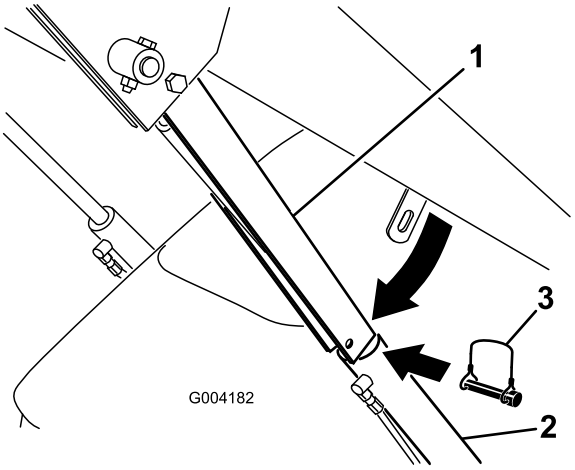

Figuur 19
4. Verwijder de lynchpen waarmee de cilindervergrendeling aan de arm van de lader is bevestigd (Figuur 19).
5. Breng de cilindervergrendeling omlaag over de cilinderstang en bevestig deze met de lynchpen (Figuur 19).